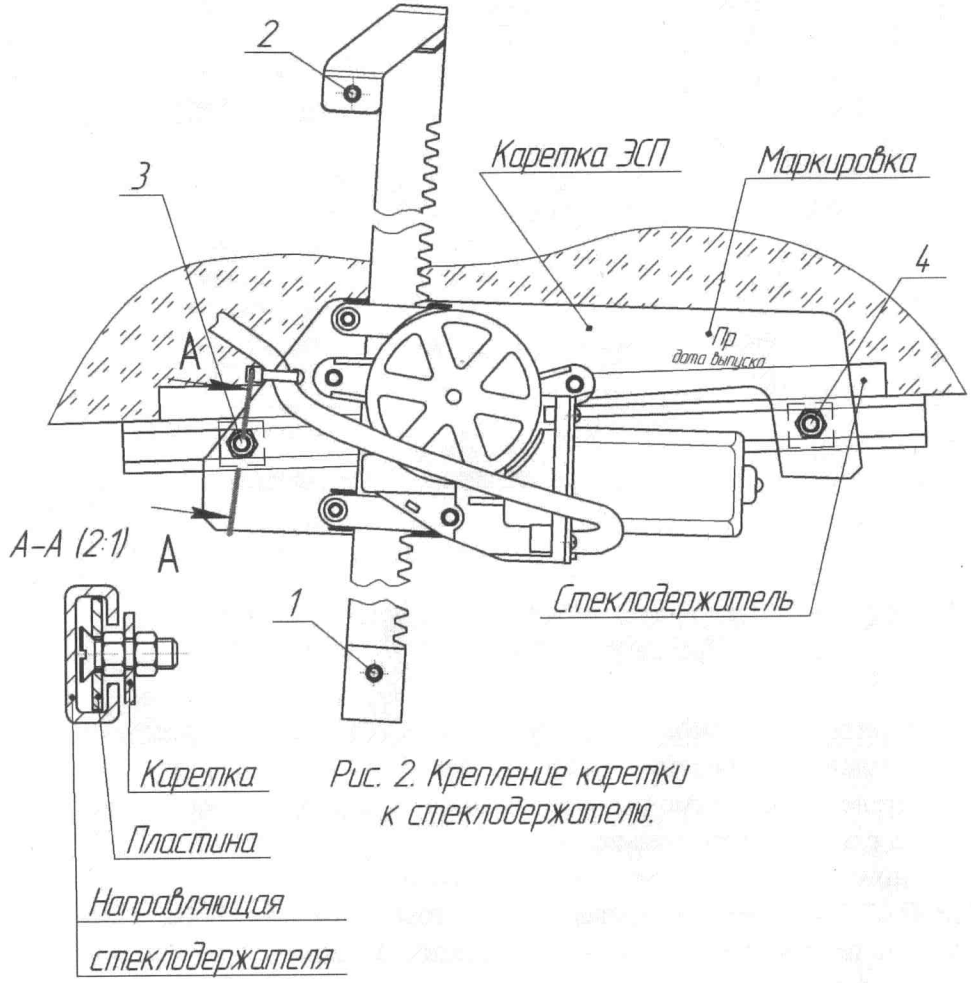

Рис. 2. Крепление каретки к стеклодержателю.
6.5.3. Установить одну пластину с приваренным винтом М6 на каретку в отверстие «3» (см. рис. 2) и закрепить гайками М6 (из комплекта монтажных и крепежных деталей).
6.5.4. Опуская стекло вниз, вторую пластину с приваренным винтом М6 завести в направляющую стеклодержателя (см. рис. 2), закрепить гайкой М6 (из комплекта монтажных и крепежных деталей).
6.5.6. Опуская стекло вниз, завести пластину на каретке в направляющую стеклодержателя. (см. рис. 2 разрез А-А).